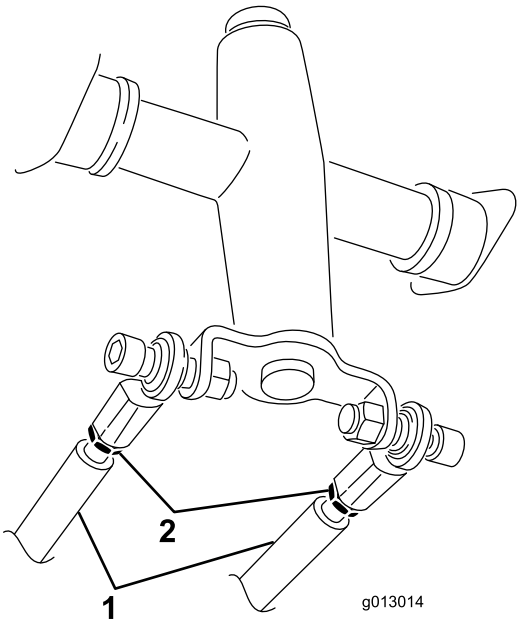

Figur 52
3. Lossa kontramuttrarna på drivstängerna, under reglagepanelen (Figur 52).